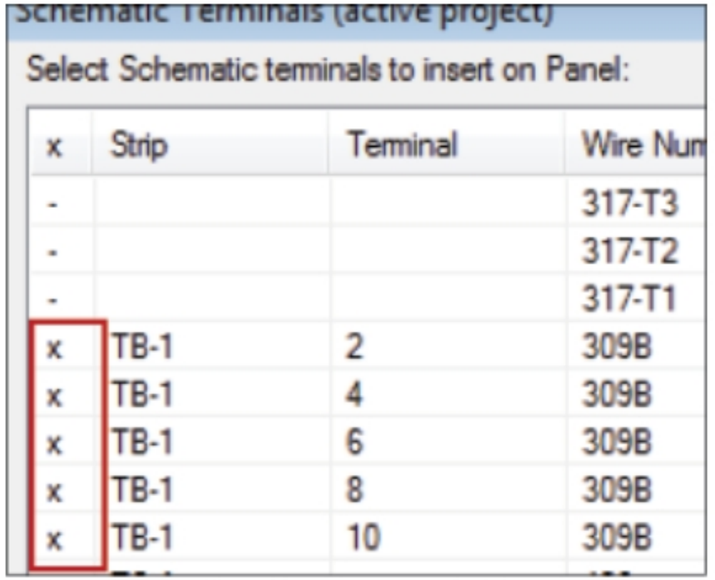

Figure-46. Cross mark before existing terminals
- Click on the **Mark Existing** button to mark the terminals that have already been inserted in panel drawings of current project. The terminals that are exist in panel drawing are marked with cross (x) before their names; refer to Figure-46.